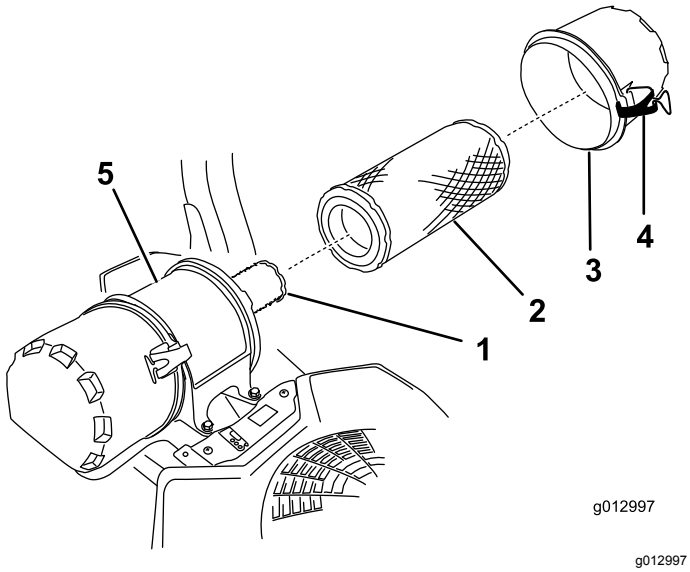

Figura 49
6. Abra los cierres del limpiador de aire y tire de la tapa de la entrada de aire para separarla del cuerpo del limpiador de aire (Figura 49).
8. Extraiga con cuidado el filtro primario de la carcasa del limpiador de aire (Figura 49).
2. Si va a cambiar el filtro interno, deslícelo cuidadosamente en el cuerpo del filtro (Figura 49).
3. Deslice cuidadosamente el filtro primario por encima del filtro interno (Figura 49).
4. Instale la tapa del limpiador de aire y fije los cierres (Figura 49).